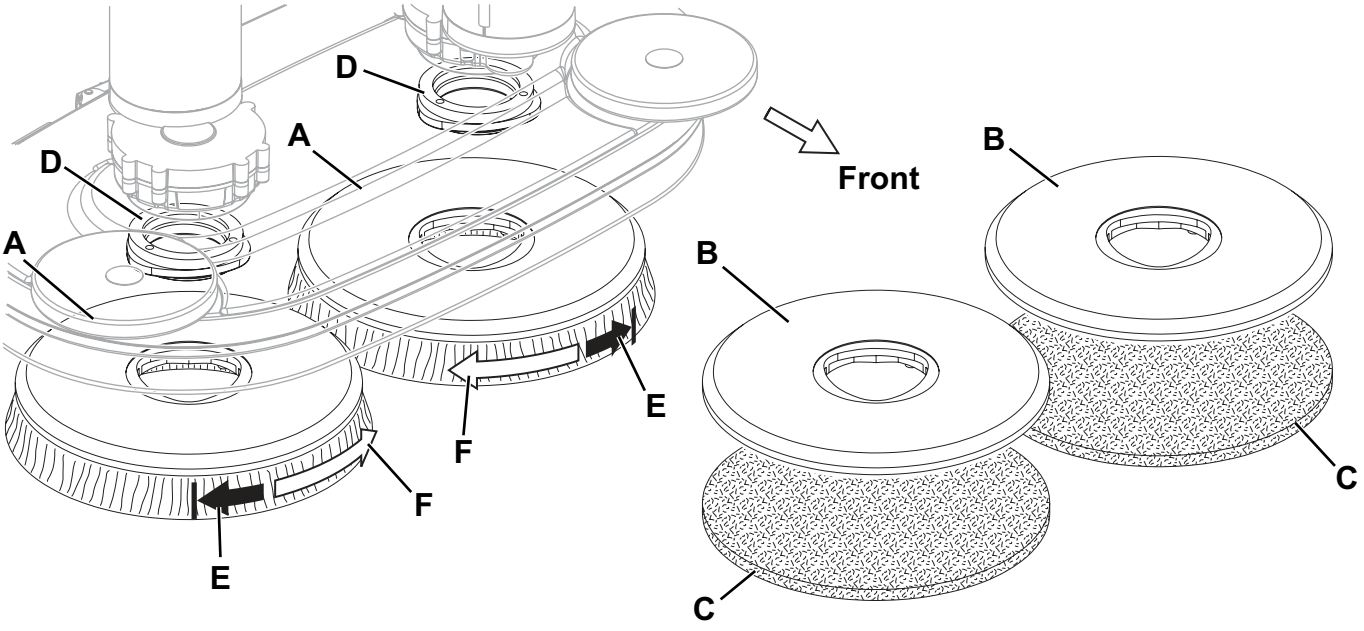

Afbeelding 1
Bij machines waarop het betreffende schrobdek is gemonteerd, kunnen de borstels (A, Afb. 1) of de padhouders (B) met pad (C) worden gemonteerd, afhankelijk van de uit te voeren werkzaamheden op de vloer.